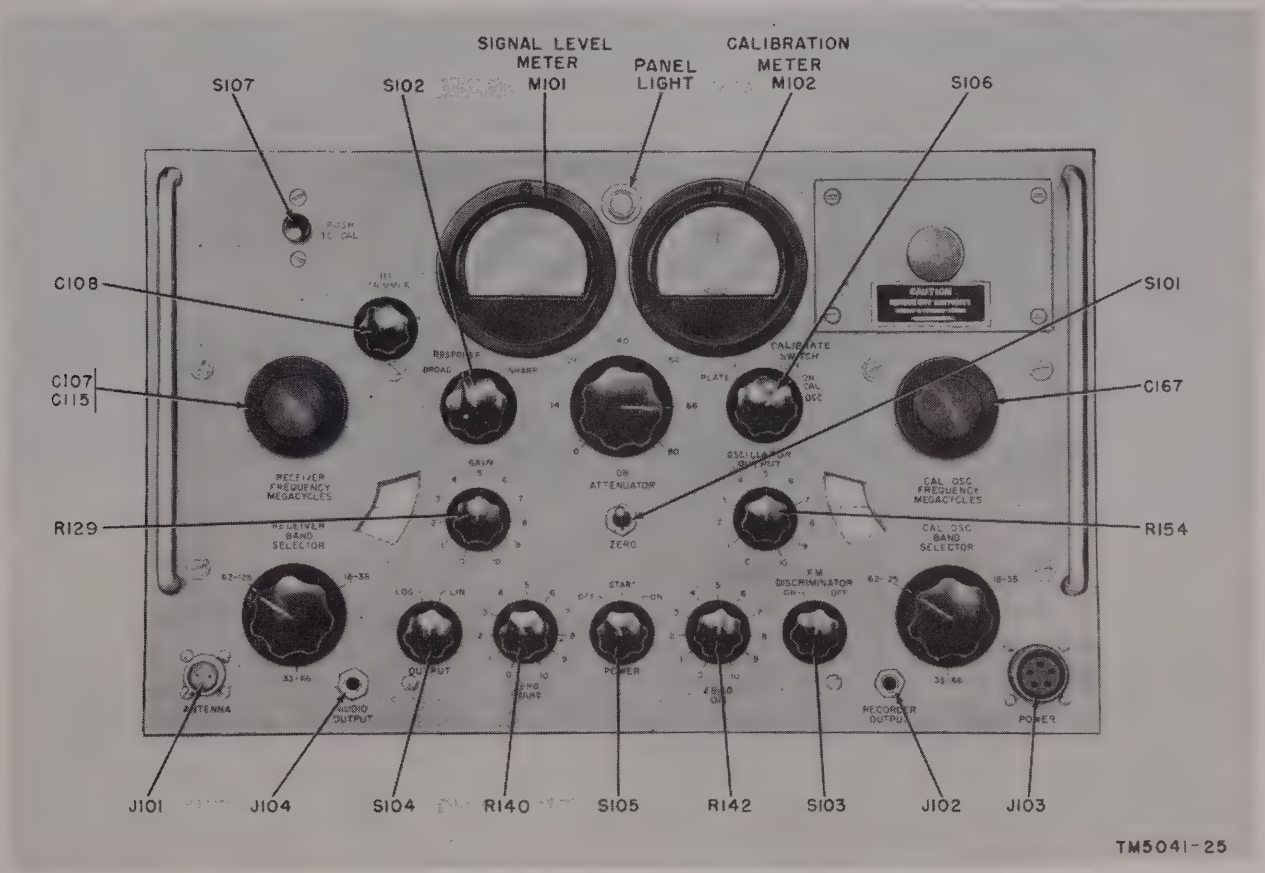

Figure 25. Receiver, front panel, location of parts.
e. If switches S105 and S106 (fig. 25) require replacement, carefully mark the wires connected to the switch sections to avoid wiring errors.